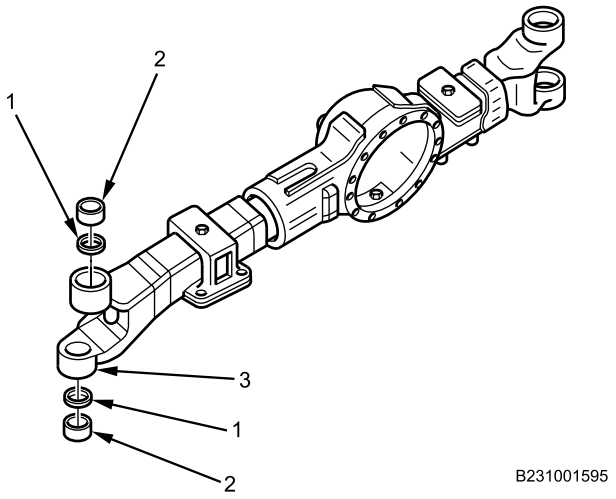

Figure 2. Axle Housing.
2. Inspect axle housing bearing surface (Figure 2, Item 3) and king pin bushings (Figure 2, Item 2) for excessive wear. Replace as necessary.
3. Grind tack welds off expansion plug (Figure 2, Item 1) if expansion plug is tack welded to axle housing.